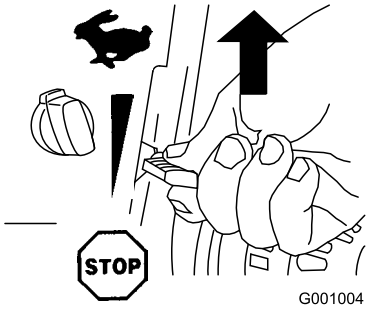

Figur 24
2. Flytta gasreglaget till det snabba läget (Figur 24).